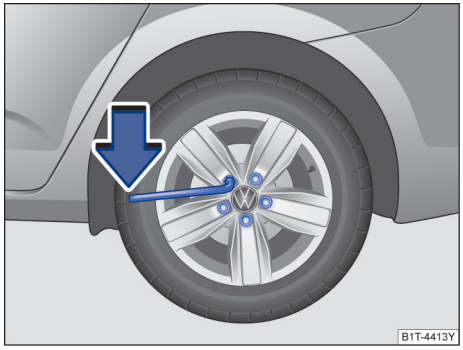

图 243 更换车轮：松开车轮螺栓
– 将**车轮扳手**套到车轮螺栓上，然后推到限位位置→ 图 243。